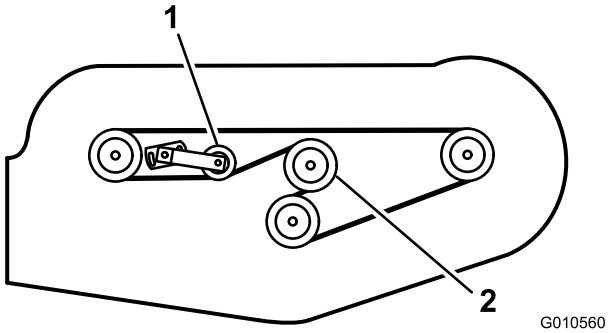

Figura 29
6. Installate la nuova cinghia attorno alle pulegge degli ingranaggi, alle pulegge del fusello, alla puleggia tendicinghia fissa e alla puleggia tendicinghia regolabile (Figura 29).